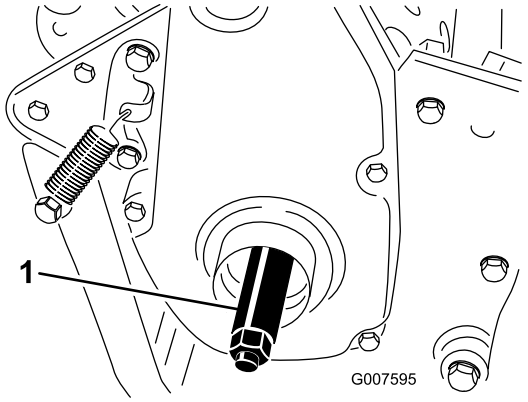

Figur 8
3. Skru den høyre hjulakselen på lederullen på høyre side av maskinen (Figur 8).